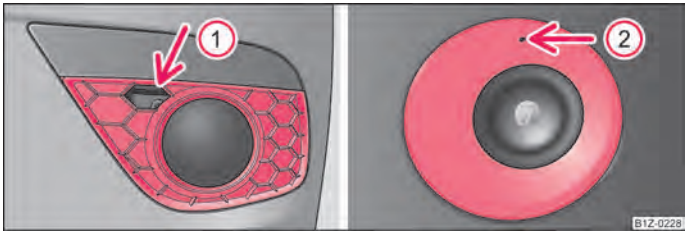

Fig. 186 Front bumper: Octavia RS/Octavia Scout
– Guide one finger into the opening ① ⇒ fig. 186 and remove the cover.